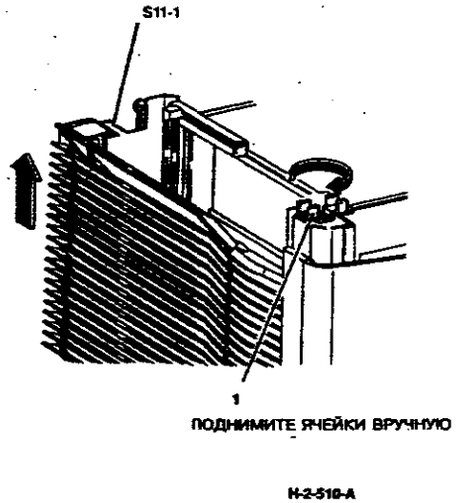

**Рисунок 2. Подъем ячеек вручную**
5. (Рисунок 2) Проворачивайте вручную механизм подъема ячеек до срабатывания датчика верхнего предела (S11-1), а затем опустите их на пол-оборота. Обратитесь к процедуре ручного проворачивания механизма подъема ячеек CP1 в разделе описания общих процедур Руководства по техническому обслуживанию.